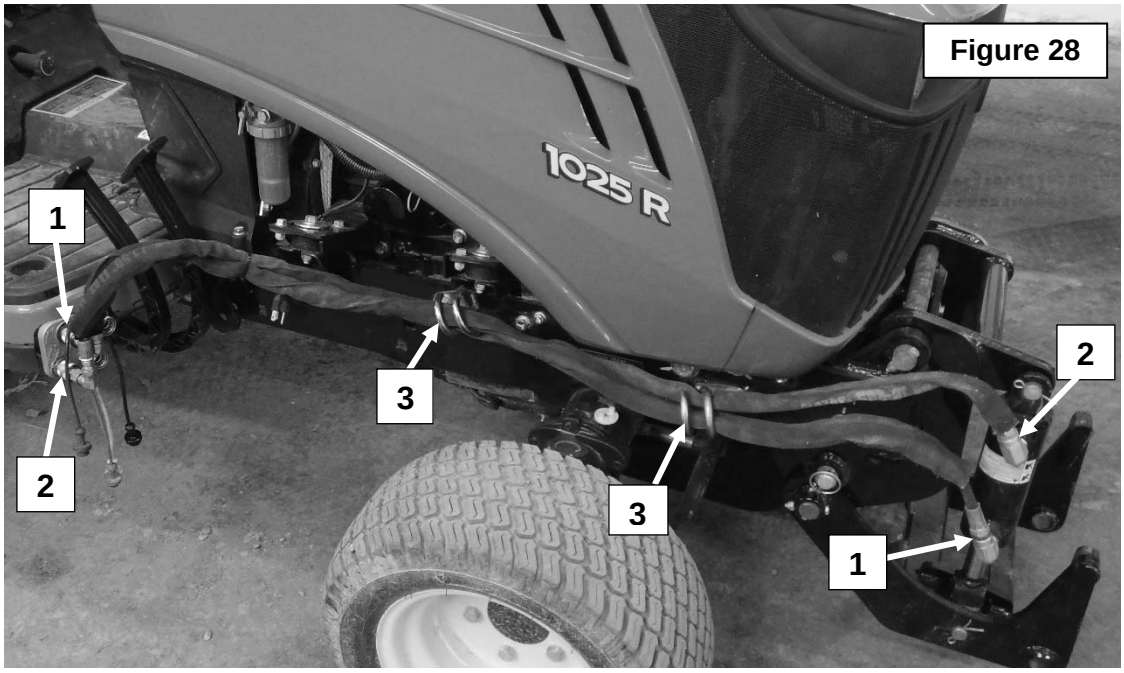

Figure 28
4. **Figure 28 :** Insérer les deux boyaux (items 1-2) dans les 2 supports de boyaux (item 3) et brancher les accouplements hydrauliques selon les indications de la figure 28.